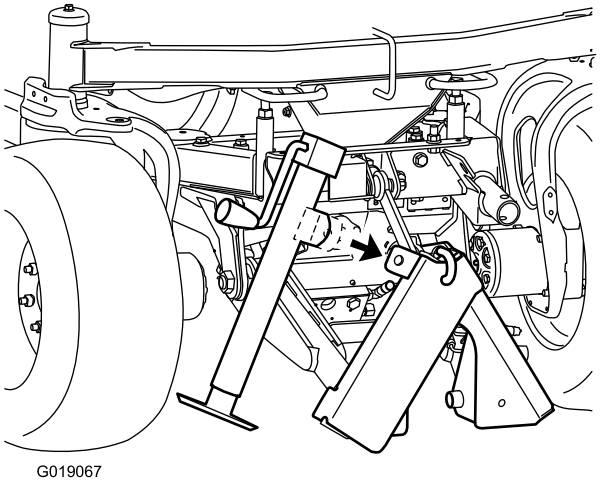
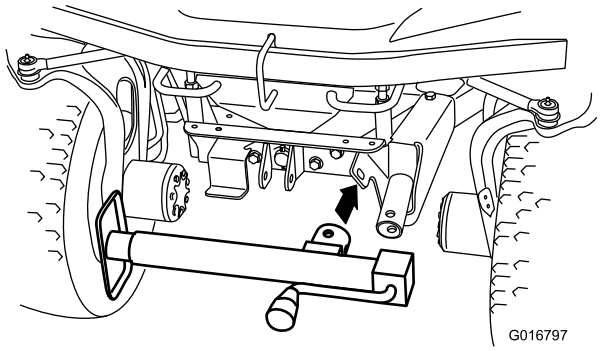

Figura 7
Figura 8
1. Prenda o cubo do macaco na patilha do suporte de armazenamento do macaco (Figura 7) ou na patilha do suporte do macaco (Figura 8).